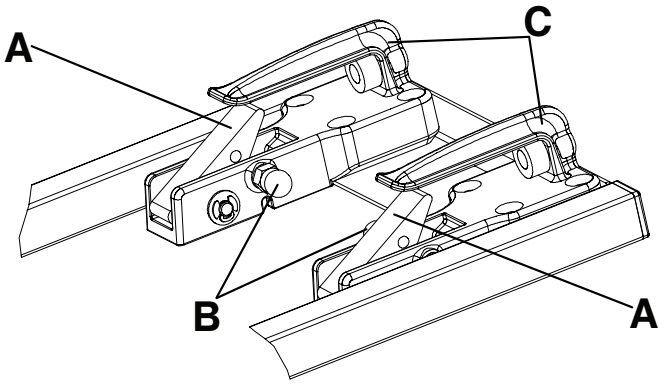

Figura 18 – Dispositivo de bloqueo de dos fases
Nota - El alojamiento del pasador del extremo de los pies está equipado con un dispositivo de bloqueo de dos fases (Figura 18). Cuando la camilla esté bloqueada en la sujeción, el botón de liberación rojo volverá a su posición original.
Para liberar la camilla del dispositivo de bloqueo de dos fases, tire de los dos mandos de liberación rojos (B) que hay dentro de los ganchos de retención delanteros (C) (Figura 18).